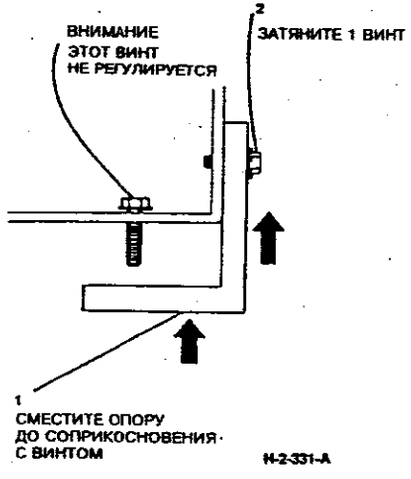

**Рисунок 3. Установка задней опоры.**
2. (Рисунок 3) Установите заднюю опору.